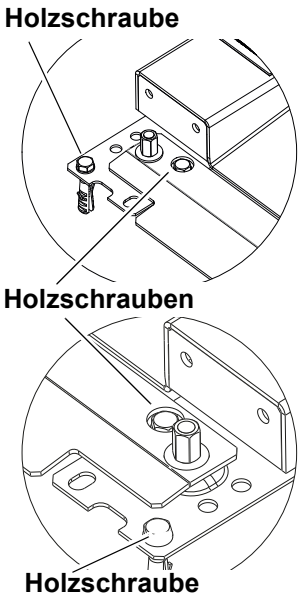

Abb. 22 Über Kreuz verschraubte Holzschrauben
5. **Für Holzschrauben pro Zentrierblech zweimal bohren (siehe** Abb. 22, S. 26**).**